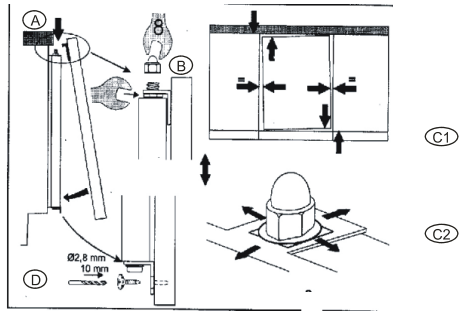

Figura 5
3. Fissare lo sportello del mobile al frigorifero serrando i due dadi superiori (Figura 5 – A/B). Allineare lo sportello del mobile con quelli delle unità vicine regolando la posizione delle flange di fissaggio (Figura 5 - C1/C2). Per completare l'operazione, fissare le flange di fissaggio allo sportello del mobile (Figura 5 - D) utilizzando delle viti.